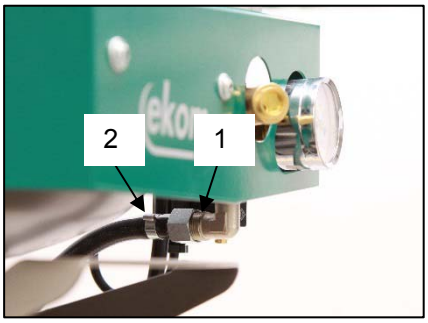

Fig. 7
12.1. **Sortie d'air comprimé** (Fig. 7)